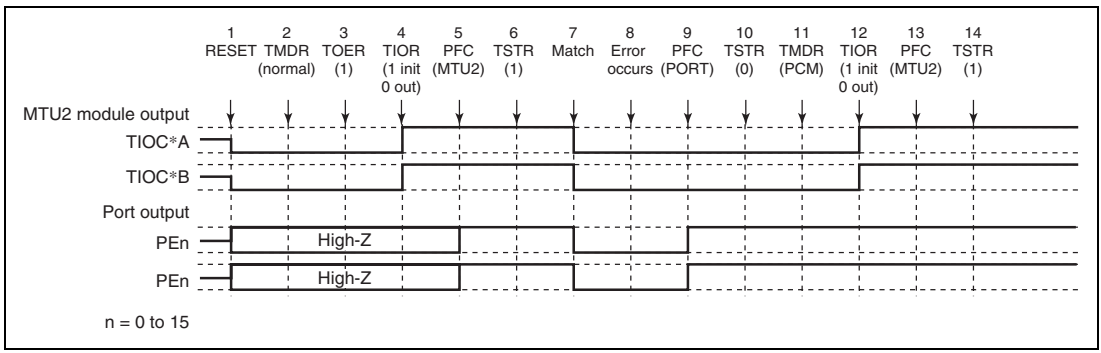

**Figure 10.141 Error Occurrence in Normal Mode, Recovery in Phase Counting Mode**
**Operation when Error Occurs during Normal Mode Operation, and Operation is Restarted in Phase Counting Mode:** Figure 10.141 shows an explanatory diagram of the case where an error occurs in normal mode and operation is restarted in phase counting mode after re-setting.